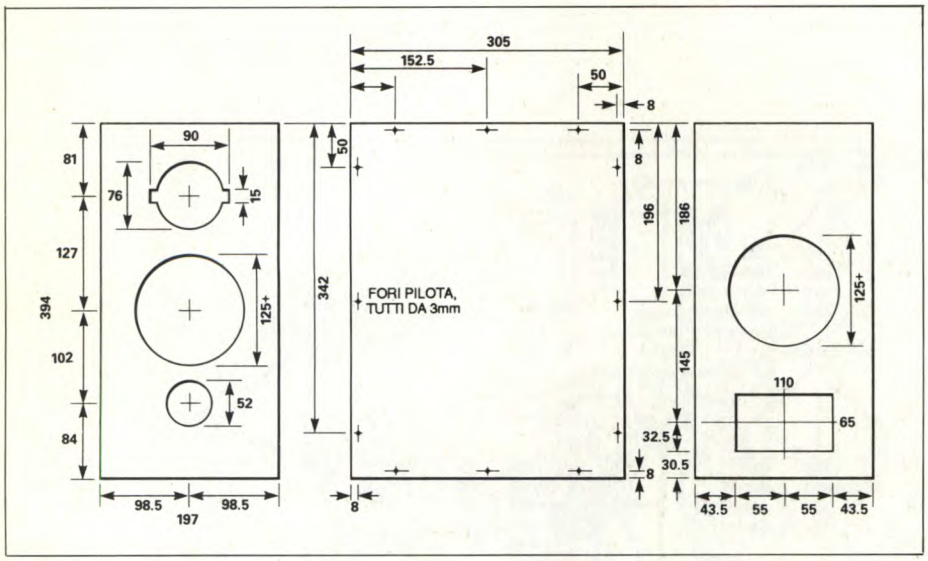

Figura 8a. Disegno quotato di una cassa acustica.
La prima ed indispensabile condizione per costruire con successo una cassa acustica è di sagomare con precisione tutti i pezzi. Non c'è niente di peggio che dover piallare i pannelli, tranne forse pareggiare le commessure! La risposta a questo problema è semplice: trovare un commerciante di legname che sia affidabile. I soldi che vi chiederà saranno certamente ben spesi. Supponendo ora che i pannelli siano in ordine, disporli su un piano come se fossero la proiezione del mobile finito e tracciare, sulla superficie interna, i punti da forare sui diversi elementi. E' incredibile come ci si possa facilmente confondere se non si procede in questo modo. Si possono anche scegliere i pannelli in modo che i margini levigati siano rivolti verso l'esterno e non verso l'interno. Per questo progetto è opportuno utilizzare tavole per scaffali di densità media e spessore 15 mm. Niente da obiettare se le tavole sono più spesse e più pesanti, ma non devono assolutamente essere più sottili! Se necessario, modificare opportunamente le dimensioni, per mantenere invariato il volume interno. La tavola da 15 mm è più che adeguata per questo scopo, anche perché all'interno non vengono generate pressioni elevate. Un altro vantaggio è che queste tavole sono disponibili con diverse finiture esterne, che in seguito faranno risparmiare parecchio lavoro. La Figura 8a mostra i particolari del taglio dei pannelli. Iniziare praticando i fori di montaggio del B110 sul pannello posteriore. Utilizzare la dima e le viti fornite con l'altoparlante. Dopo il foro per l'altoparlante, praticarne uno da 10 mm accanto al bordo, per lasciar passare il cavo di collegamento. Montare l'altoparlante, usando gli accessori compresi nella fornitura: osservare che il montaggio avviene con il magnete rivolto verso l'esterno, cioè alla rovescia. Infilare l'altoparlante dal lato interno della cassa, fissandone la cornice al pannello, con la guarnizione. Insieme al foro per l'altoparlante, praticare anche la finestra per la piastra dei collegamenti, che verrà fissata mediante viti autofilettanti. Mettete ora da parte questo pannello e proseguire la costruzione della cassa. Nel prototipo, i diversi pannelli erano incollati ed avvitati tra loro. La cassa è stata progettata in modo che i pannelli siano autoportanti, senza necessità di costolature. Spalmare Bostik su entrambi piani di commessura, attendere 15 minuti per l'evaporazione del solvente ed unire le due parti. Per fissare tra loro i pannelli, ci vuole un notevole numero di viti (48). Marcarne le posizioni e praticare una serie di fori pilota da 3 mm, che dovranno essere svasati. Per evitare vesciche alle mani, è opportuno investire una certa somma in una serie di blocchetti giraviti di diverse misure, da montare sul trapano. Dopo aver unito tra loro tutti i pannelli, praticare i fori per gli altri due trasduttori. Il B110 frontale è montato come quello posteriore, tranne per il fatto che punta nella giusta direzione. Il tweeter è fissato con quattro viti autofilettanti lunghe 12 mm, a testa tonda. Praticare il foro per lo sfiatatoio e montarlo. Saldare i trasduttori al circuito stampato. Il woofer ed il tweeter frontali sono collegati in fase, mentre il woofer posteriore è collegato in parallelo, ma con polarità contraria rispetto a quello anteriore: un errore di fase nei collegamenti farebbe scomparire l'emissione dei toni bassi. Il materiale assorbente è necessario per evitare un'eccessiva vibrazione del mobiletto e la conseguente colorazione del suono, Il risultato si ottiene applicando due imbottiture fonoassorbenti all'interno dei pannelli laterali. Queste imbottiture sono autoadesive, quindi basta premerle contro il legno, nella corretta posizione, dopo aver staccato la carta protettiva. Avvitare infine il pannello posteriore nella sua posizione e sigillare i punti di connessione. Utilizzare allo scopo uno stucco ad acqua, spalmandolo lungo ed all'interno dei giunti. Eliminare ogni eccesso di stucco con un panno umido. Effettuare la sigillatura su tutti i giunti, per evitare perdite d'aria indesiderate.